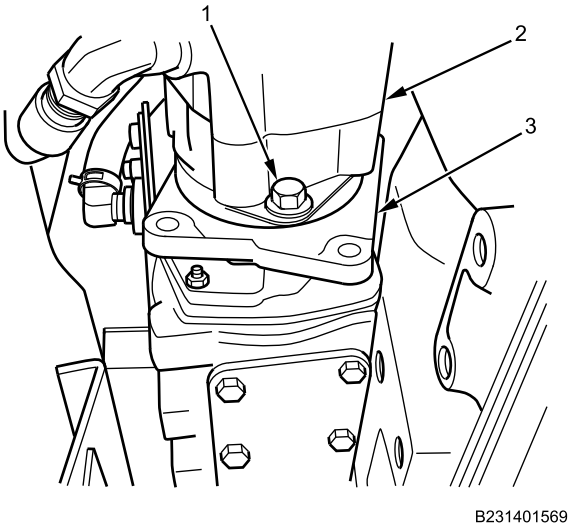

Figure 4. Pump Mounting.
5. Remove two bolts (Figure 4, Item 1) from power steering pump (Figure 4, Item 2) flange. Lower bolt shown; upper bolt similar.
6. Remove power steering pump (Figure 4, Item 2) from air compressor adapter plate (Figure 4, Item 3).
7. Remove power steering pump gasket from air compressor adapter plate (Figure 4, Item 3). Discard gasket.